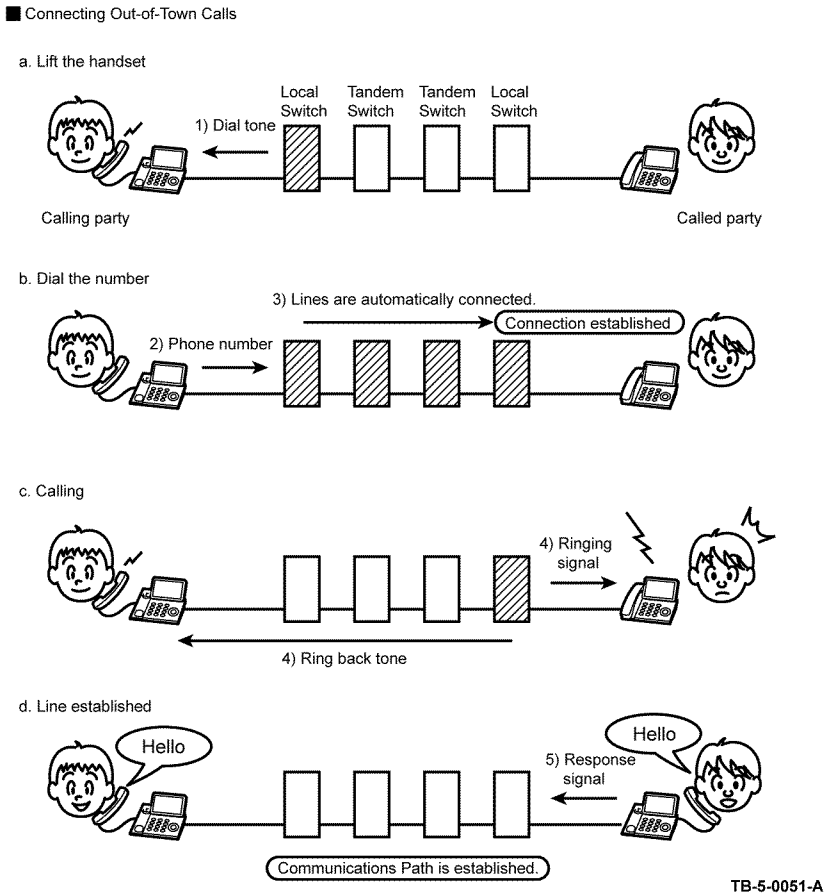

Figure 4 Out of town connection
3. When the called party's handset is lifted, activating the hook switch, the local switch on the called party side receives a response signal and stops sending tones to the calling and called parties. This is when a communications path is established between the both parties. Refer to Figure 4.